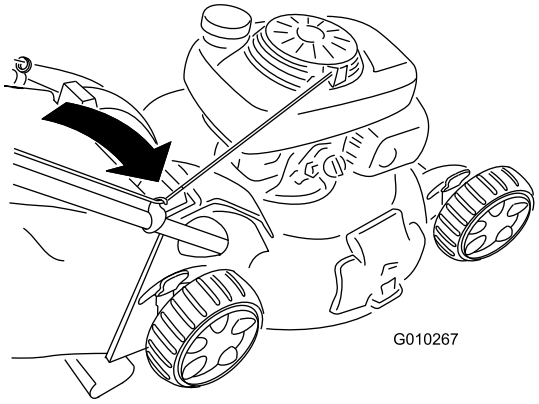

Figur 28
2. Før startsnoren rundt den nedre snorføreren (Figur 28).